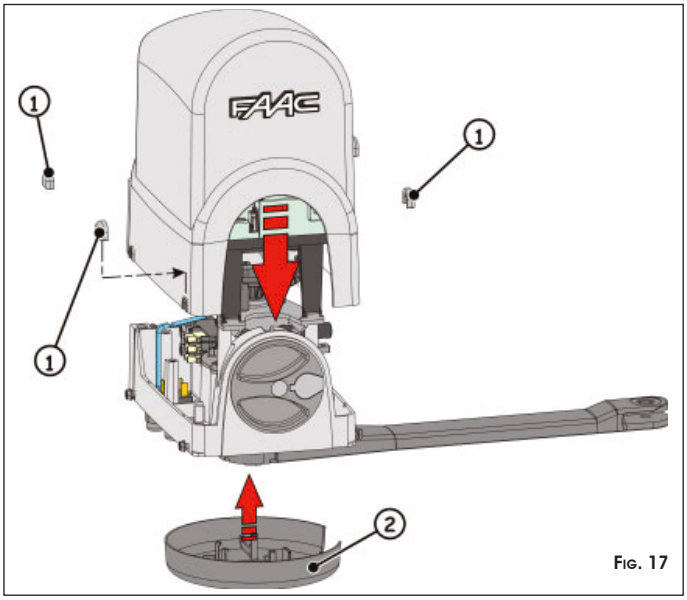

FIG. 17
- Re-locate the upper covering housing, tighten the securing screws and position the four covering plugs fig.17 ref. ①.
- Position the lower housing as shown in fig.17 ref. ②.